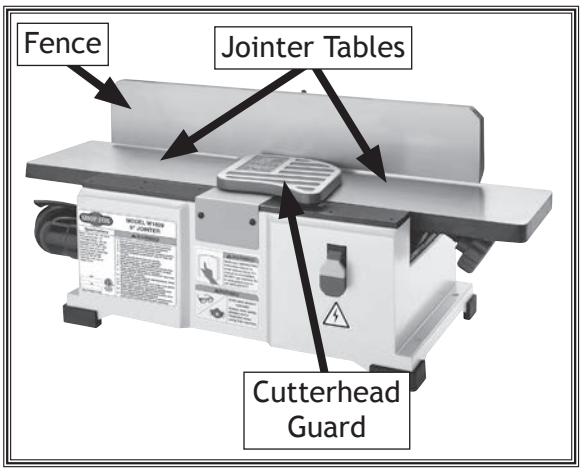

Figure 15. Fence positioned over the jointer tables.
7. Slide the fence forward until it contacts the cutterhead guard and the cutterhead guard completely covers the cutterhead, as shown in **Figure 15.**